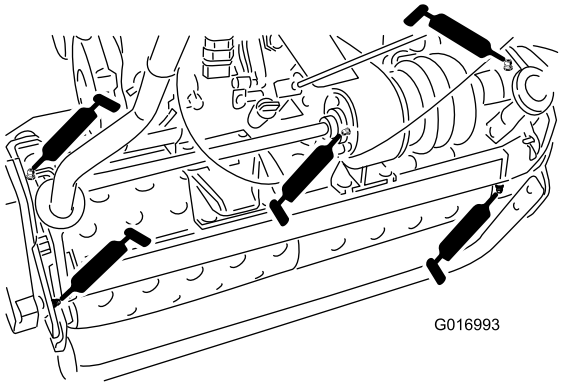

**Figur 22**
- to på trommelakslene (Figur 22)
- tre på differensialen (Figur 22)